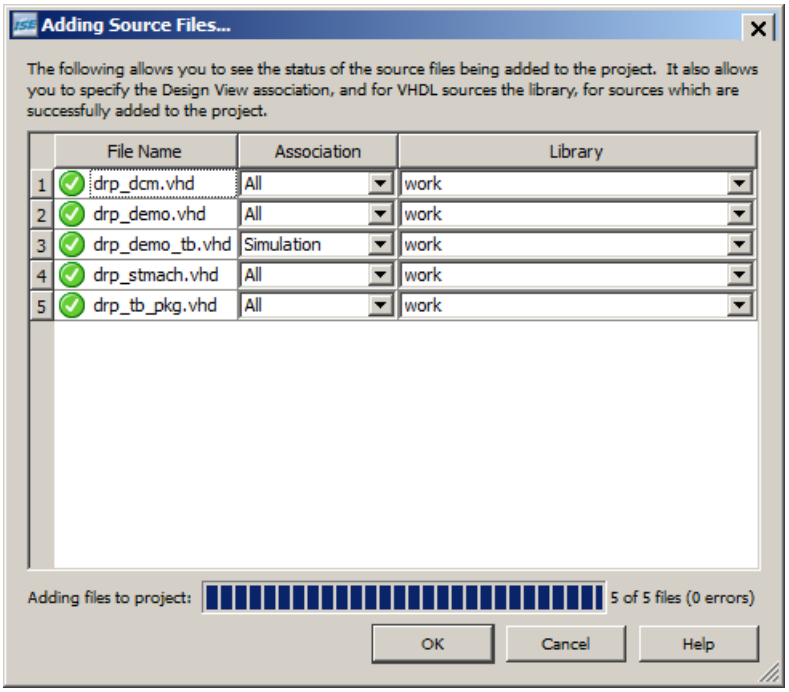

Figure 2-2: **Adding Sources Dialog Box: Status of Source Files and Associations**
4. In the **Adding Source Files** dialog box, ensure that the association and libraries are properly specified for the tutorial sources. Compare your settings with those in Figure 2-2.